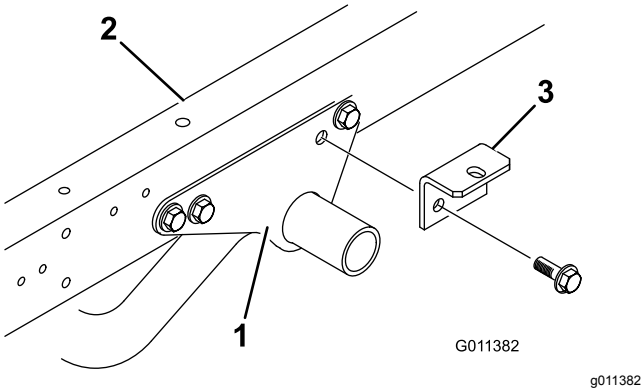

Figure 5
1. Remove the 2 flange-head cap screws and flange locknuts securing rear of each engine frame mounting bracket to the side of each frame of the Workman vehicle (Figure 5).
2. Loosely secure a attachment bracket to each engine frame mounting bracket and frame of the Workman vehicle with 2 flange-head cap screws and flange locknuts that you removed in step 1 (Figure 5).